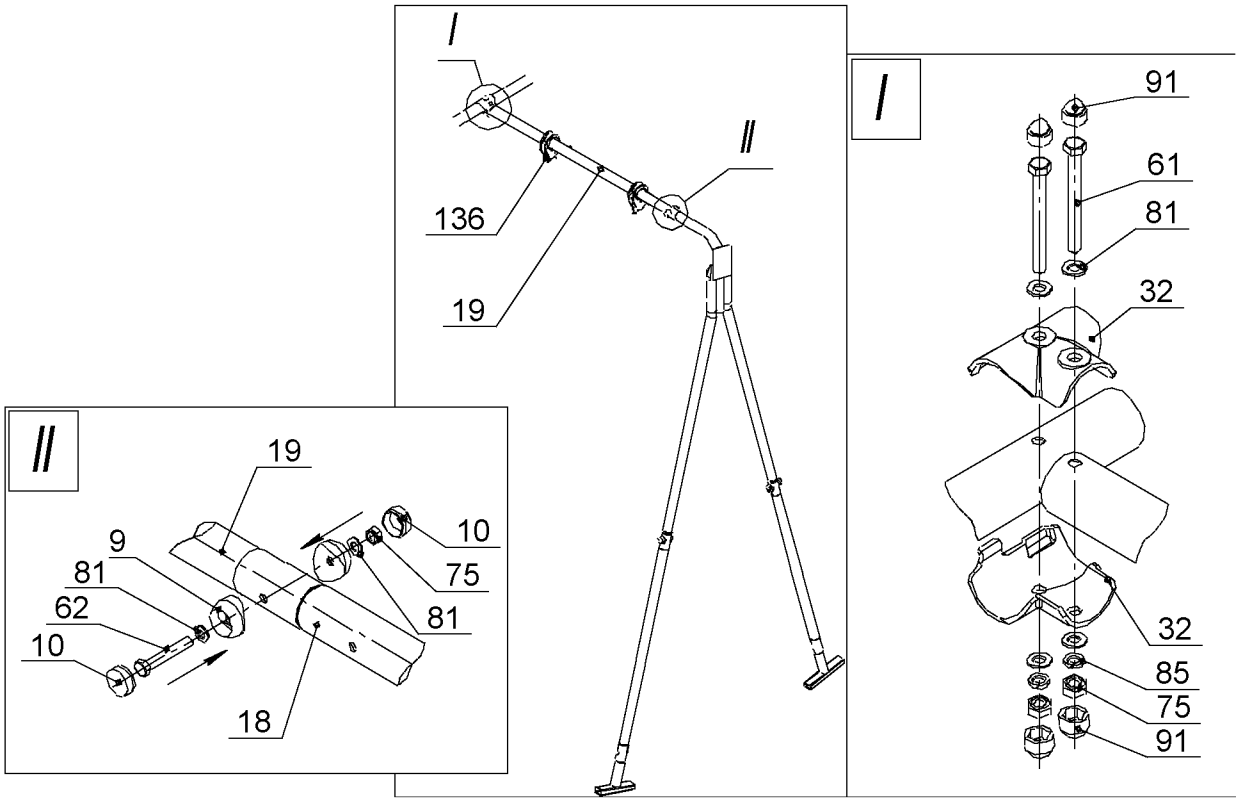

Рис.7
10.3.5 Установить подшипниковые узлы поз.136 на балку для качелей поз.19 по соответствующему монтажному чертежу (1.ИСО-187.00 МЧ) и по рис.7.